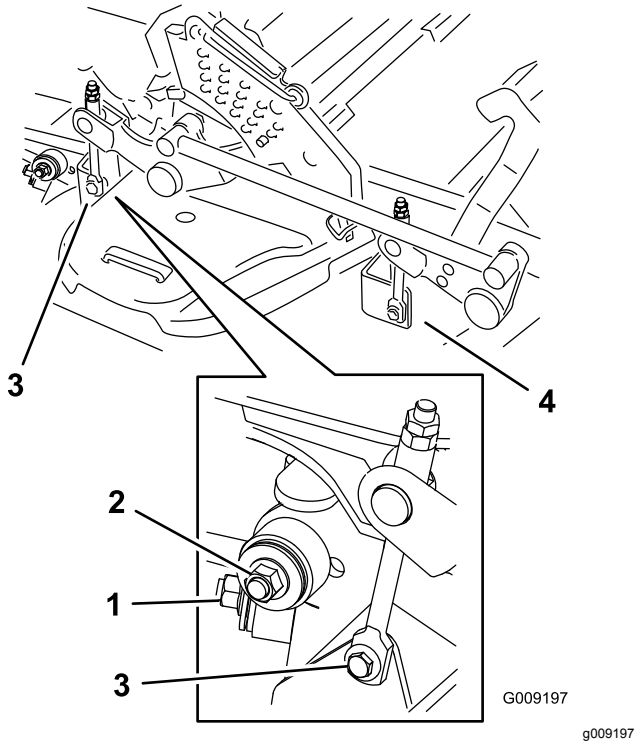

Figura 107
7. Retire y guarde los herrajes de ambos lados de la carcasa (Figura 107).